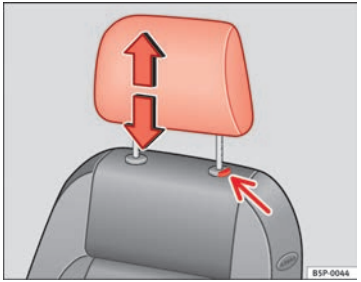

Fig. 93 Adjusting and removing the head restraints
– Press the button ⇒ Fig. 93 (arrow).